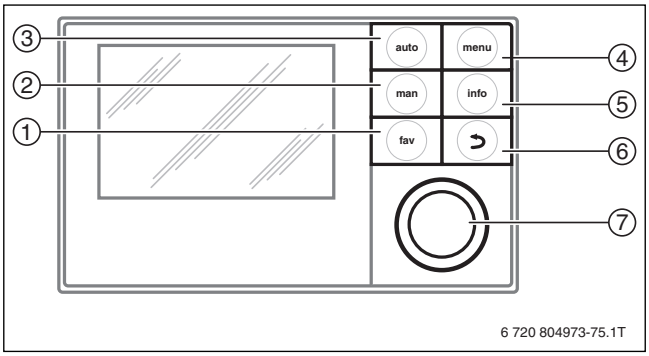

Bild 31 Bedieneinheit RC300
- Um das Servicemenü zu öffnen Taste **menu** (→ Bild 31, [4]) gedrückt halten.
- Um das Menü **Diagnose** zu markieren, Auswahlknopf (→Bild 31, [7], Seite 22) drehen.